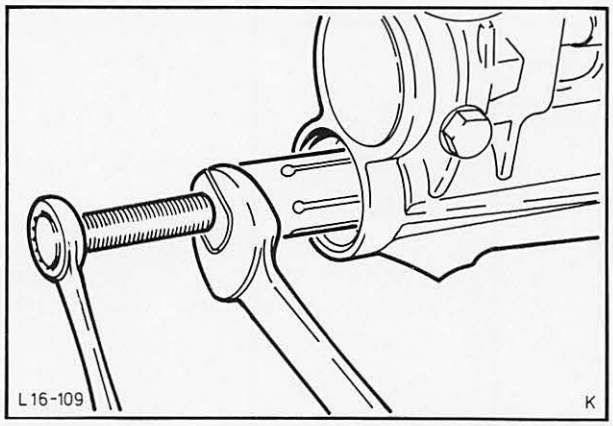

Abb. 132 Büchse – Getriebeverlängerung mit Spezialwerkzeug 16-025 ausziehen („B"-Getriebe)
3. Büchse Getriebeverlängerung mit Spezialwerkzeug 16-025 herausziehen, Abb. 132.